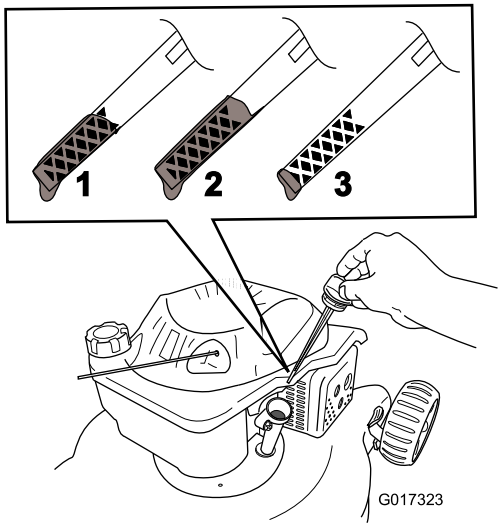

Figura 9
5. Para determinar el nivel de aceite correcto, consulte Figura 9.
Nota: Llene el cárter con aceite hasta que la varilla indique que el nivel del aceite del motor es correcto, según se muestra en Figura 9. Si usted llena demasiado el motor, vacíe el exceso de aceite siguiendo las instrucciones de la sección Cómo cambiar el aceite del motor.